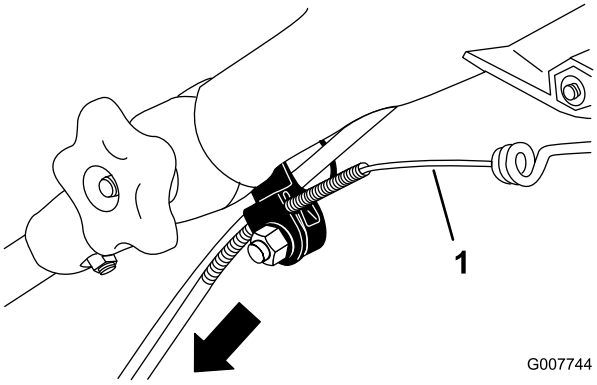

Figur 46
3. Træk kabelkappen nedad, indtil du fjerner slækket i det blotlagte kabel (Figur 46).